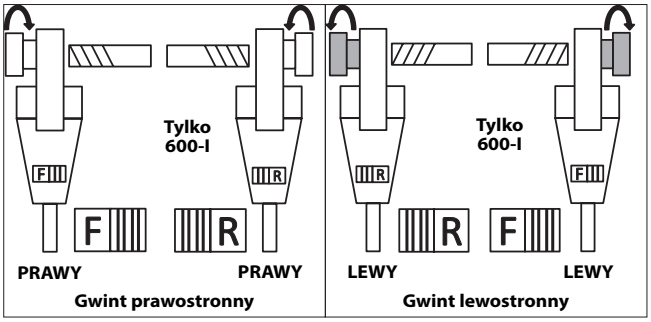

Rys. 10 – Ustawianie przełącznika suwakowego/głowicy gwinciarskiej
7. Ustawić przełącznik suwakowy F/R napędu dla żądanego gwintu prawoskrętnego lub lewoskrętnego. *Patrz Rys. 10*.